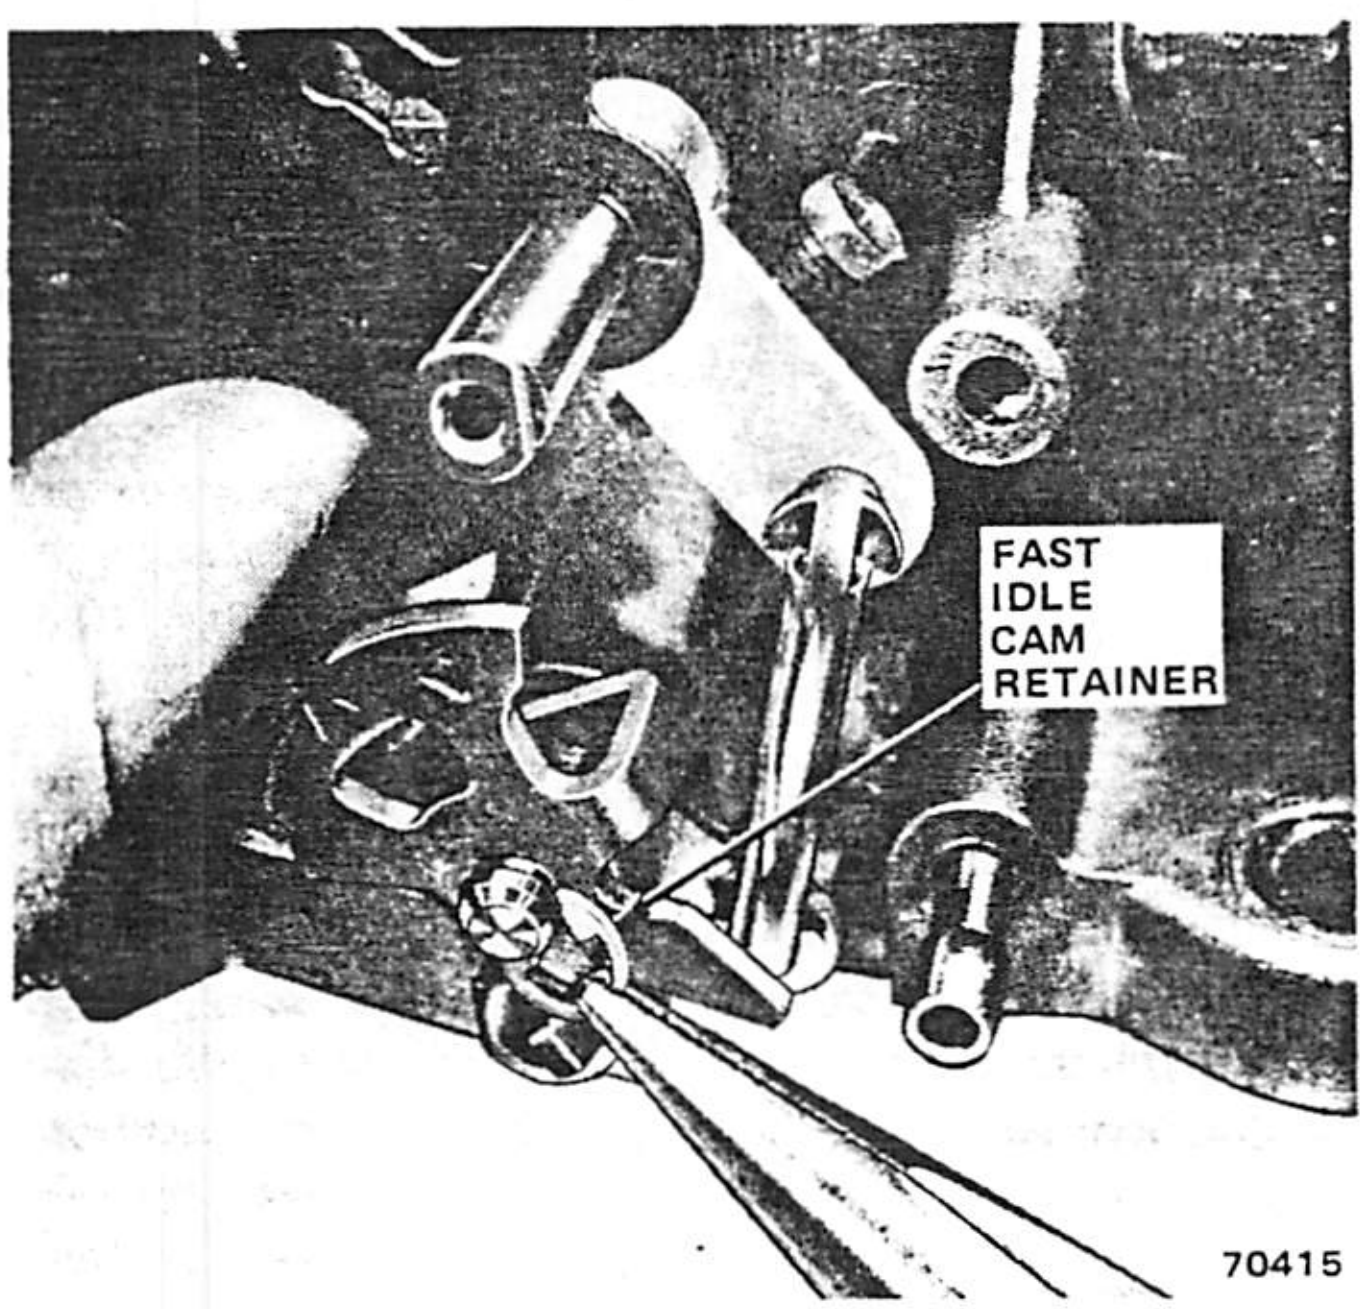

Fig. 1J-124 Fast Idle Cam Retainer
(1) Remove air cleaner anchor screw.
(2) Remove automatic choke rod retainer from choke shaft lever.
(3) Remove air horn attaching screws, lockwashers and carburetor identification tag. Remove air horn and air horn gasket.
(4) Remove choke rod by loosening screw that secures choke shaft lever to choke shaft. Remove rod and plastic dust seal from air horn.
(5) Remove choke modulator assembly, if equipped.
(6) Remove fast idle cam retainer (fig. 1J-124).